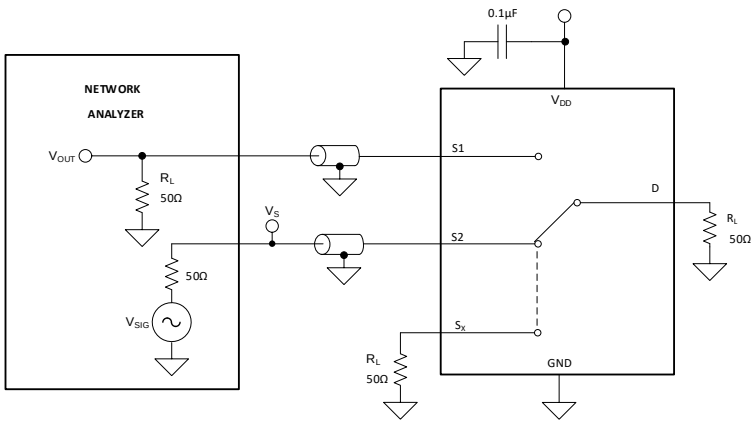

図 15. Channel-to-Channel Crosstalk Measurement Setup
Crosstalk is defined as the ratio of the signal at the drain pin (D) of a different channel, when a signal is applied at the source pin (Sx) of an on-channel. 図 15 shows the setup used to measure, and the equation used to compute crosstalk.